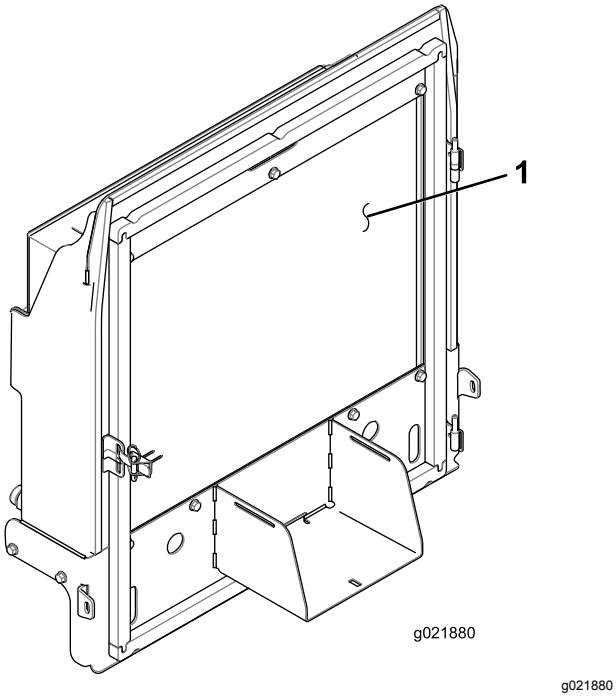

Figur 95
4. Rengör noga på båda sidor om kylaren/oljekylaren med tryckluft (Figur 95).